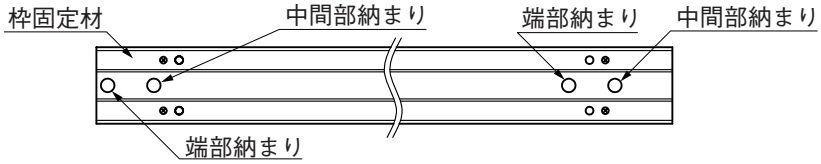

図3-1　各納まりの固定穴位置
❶図3-1で納まりを確認してから枠固定材に裏板Aを1-②で取付けてください。